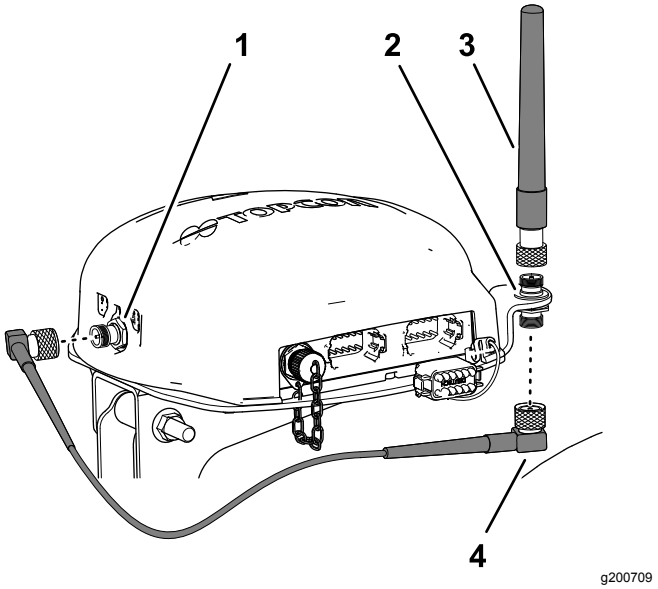

Figur 158
3. Monter RTK-antennen på koaksialkoblingens øvre fitting, og stram antennens riflede møtrik med håndkraft (Figur 158).
4. Sæt løst antennekablet på koaksialkoblingens nederste fitting (Figur 158).
5. Før kablet bagom navigationsmodtageren til koaksialkonnektoren på CDMA- eller GSM-mobilmodemmet (Figur 158).
6. Sæt antennekablet i koaksialkonnektoren på CDMA- eller GSM-mobilmodemmet (Figur 158).